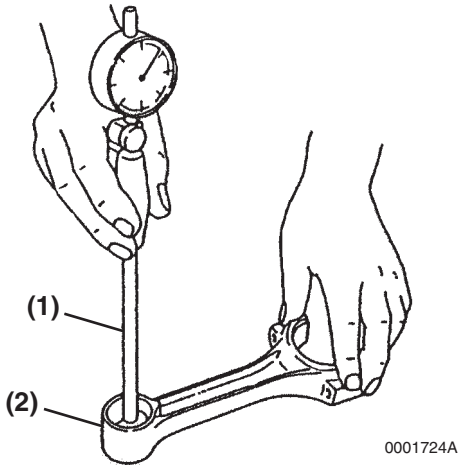

Figure 6-69
1. Measure the wrist pin bushing bore using a bore gauge **(Figure 6-69, (1))**. Replace the bushing if not within specifications. If the bushing has been removed, measure the inside diameter of the connecting rod small end **(Figure 6-69, (2))**. Record the measurements. *See Connecting Rod on page 6-12 for specifications.*